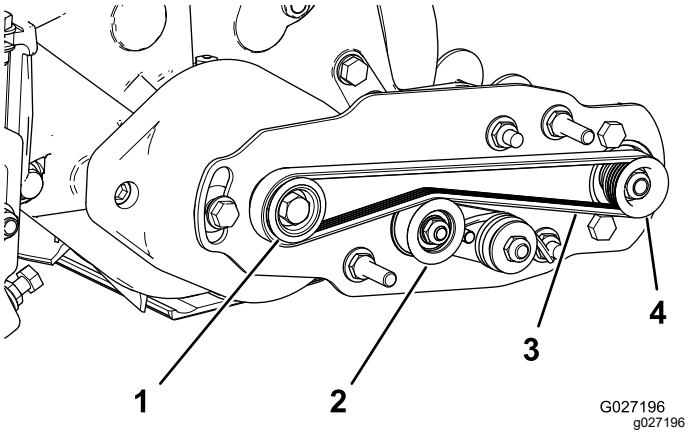

Rysunek 16
- Ułóż pasek wokół **napędowego** koła pasowego i nad jałowym kołem pasowym (Rysunek 16).